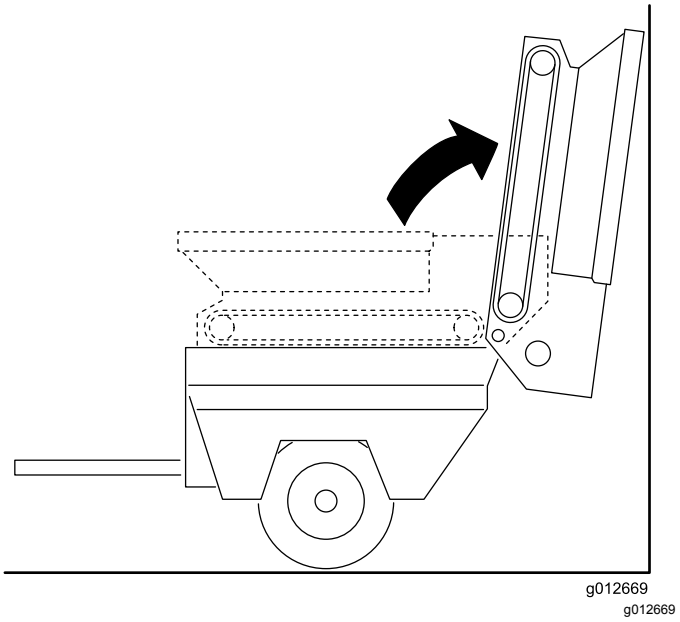

Figur 27
3. Sväng tråget bakåt och luta det mot en vägg, stolpe, stege osv. (Figur 27).
Se till att du svänger tråget förbi mittpunkten och/eller fäster det vid en vägg eller stolpe så att det inte av misstag faller på arbetsytan (Figur 27).
3. Vrid försiktigt ned tråget på glidflaksskenorna. Se Figur 27 av Demontera glidflaket (sida 24).